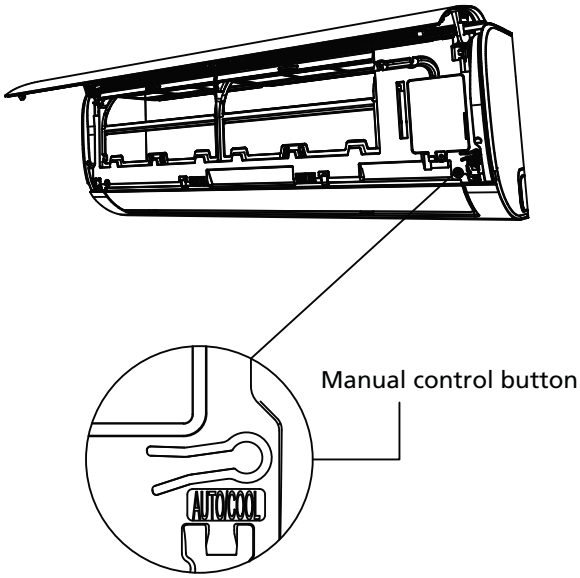

Fig. 8.1
2. Die MANUAL CONTROL-Taste befindet sich auf der rechten Seite des Geräts. Drücken Sie 2 mal, um die COOL-Funktion auszuwählen. Siehe Abb.8.1.